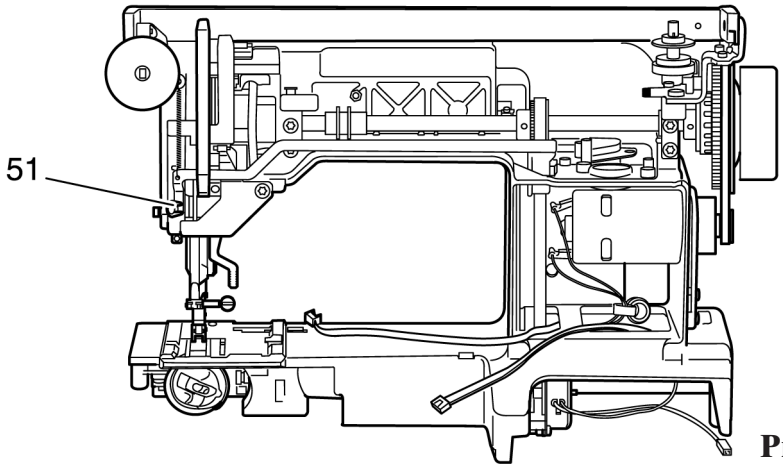

Рис. 30
- Удалите пружинный зажим 51 на маятниковом устройстве стержня игловодителя (рис. 30).
- Насадите пружинный зажим 51 (рис. 30).